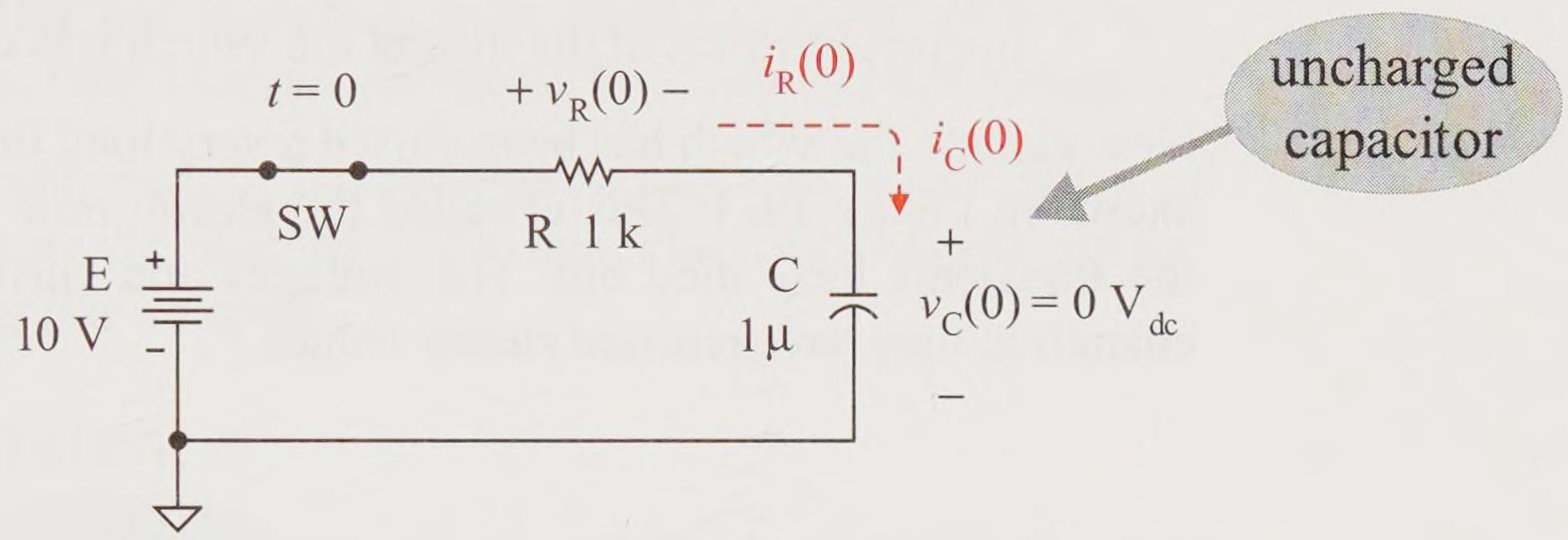

Figure 14-2 Switch has just closed at $t = 0$ (*initial circuit*)
2. Now assume the switch has just closed at $t = 0$ (or $t = 0^+$) as shown in Figure 14-2. The capacitor resists any initial change in voltage but current starts rushing through the circuit to deposit charge on the plates of the capacitor. Electrons rush from the top capacitor plate to the (+) supply terminal and electrons rush from the (–) supply termi-